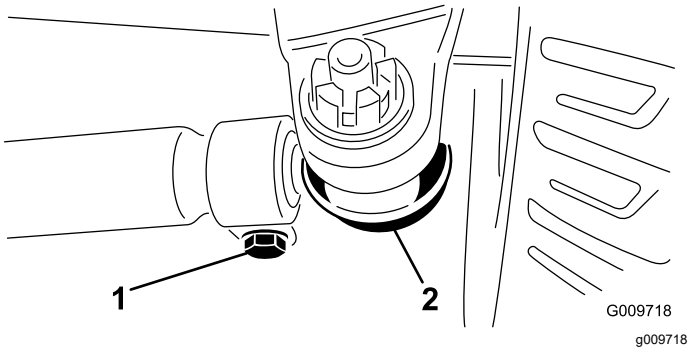

Figuur 115
3. Om het toespoor af te stellen, moet u de pen en moer van één van de kogelverbindingen van de trekstang verwijderen (Figuur 115). Verwijder de kogelverbinding van de trekstang uit de steun van de differentieelbehuizing.
4. Draai de klemmen aan beide uiteinden van de trekstangen los (Figuur 115).